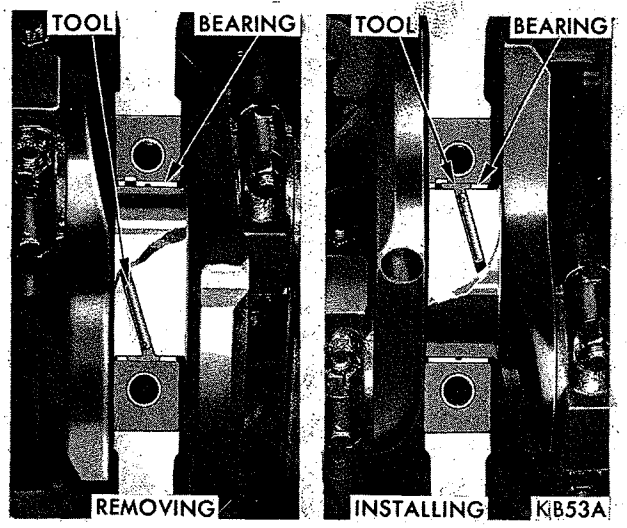

***Fig. 43—Removing and Installing Upper Main Bearing (Tool C-3059)***
(1) Remove oil pan and inspect the bearing cap identifying numbers.
(2) Remove bearing caps one at a time. Remove upper bearing by inserting Tool C-3059 (Fig. 43) into oil hole on crankshaft.
(3) Slowly rotate crankshaft clockwise, forcing out upper bearings.